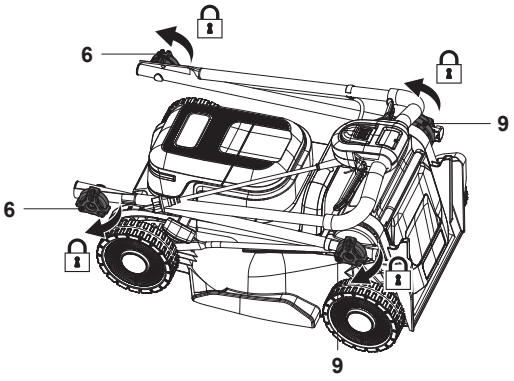

Fig. 23
8. To save space, you can also fold the upper handle, secure the connections by turning the four locking knobs (6, 9) to avoid scattering before vertical storage (Fig. 23).